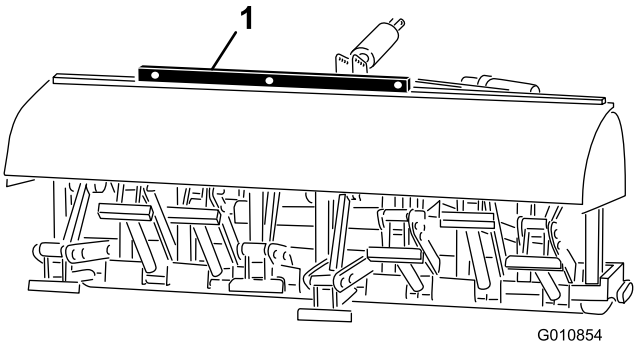

Figur 26
2. Anbring et vaterpas oven på dybdelufterens stel for at undersøge nivelleringen fra side til side (Figur 26).